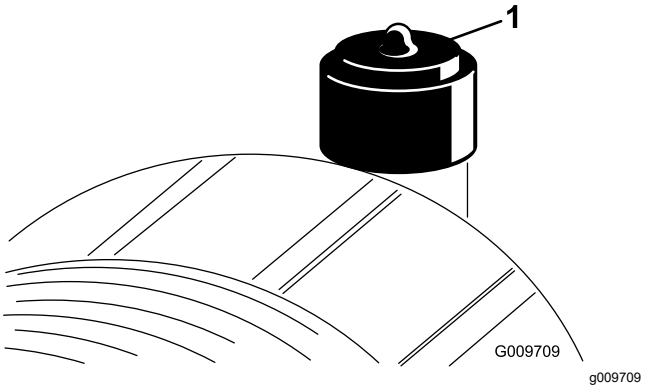

Рисунок 52
Элемент воздухоочистителя следует обслуживать только при соответствующем показании индикатора засорения (Рисунок 52). Более частая замена элемента воздухоочистителя (без необходимости) ведет лишь к повышению вероятности попадания грязи в двигатель при снятии элемента.
2. Сбросьте индикатор засорения (Рисунок 52), если он стал красным.